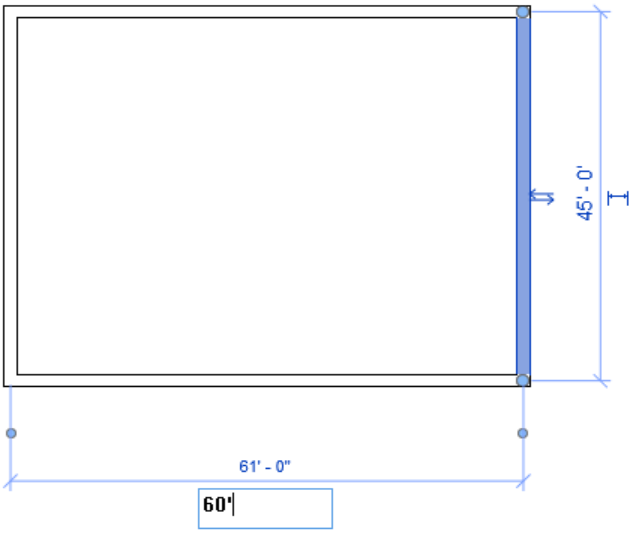

Figure 3-79 *Entering horizontal dimension in the edit box*
8. Click on the horizontal temporary dimension and enter **60'(18288 mm)** for the horizontal wall, as shown in Figure 3-79. Press ENTER.